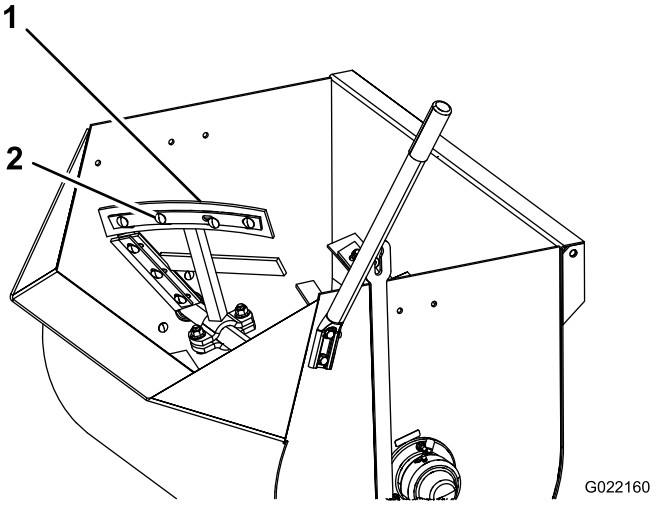
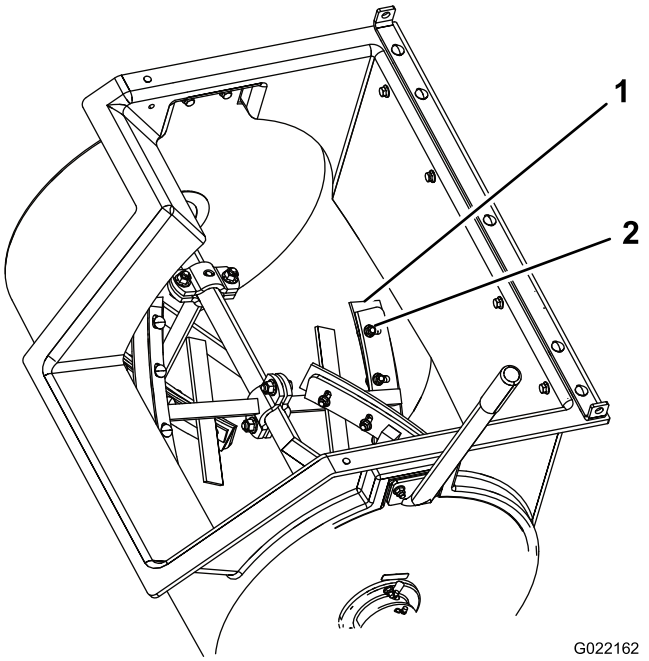
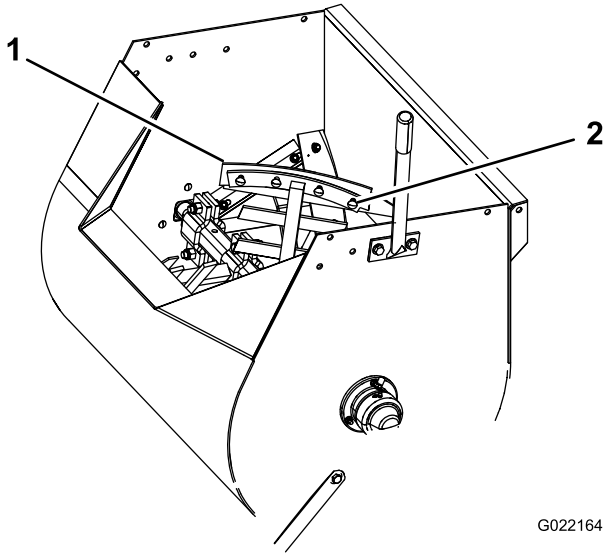

Figura 42
Figura 43
Figura 44
4. Afloje las tuercas y los pernos que sujetan las hojas a las paletas (Figura 42, Figura 43 o Figura 44).